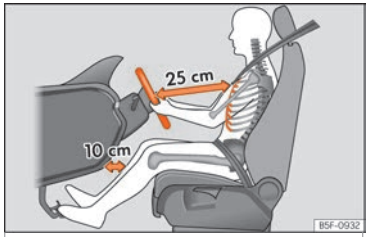

Fig. 3 A separação correta entre o condutor e o volante deve ser de 25 cm no mínimo (10 polegadas). »
- Ajuste o volante de modo a ficar a uma distância de, pelo menos, 25 cm (10 polegadas) do esterno ››› **Fig. 3** e a poder segurá-lo com ambas as mãos pelos lados, pela parte exterior, com os braços ligeiramente fletidos.
- Ajuste longitudinalmente o banco, de modo a poder carregar a fundo nos pedais com os joelhos ligeiramente fletidos e a ficar uma distância entre a zona dos joelhos e o painel de instrumentos de pelo menos 10 cm (4 polegadas) ››› **Fig. 3**.